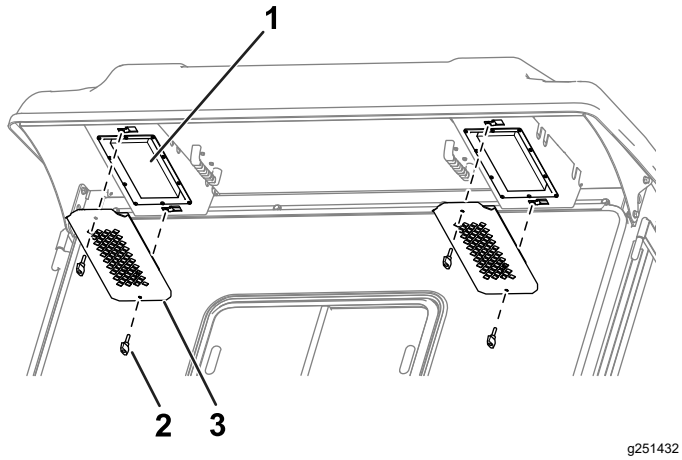

**Figura 87**
1. Rimuovete i pomelli e le griglie dalla sporgenza posteriore della cabina (Figura 87).
4. Utilizzate i pomelli e le griglie per montare i filtri nella cabina (Figura 87).